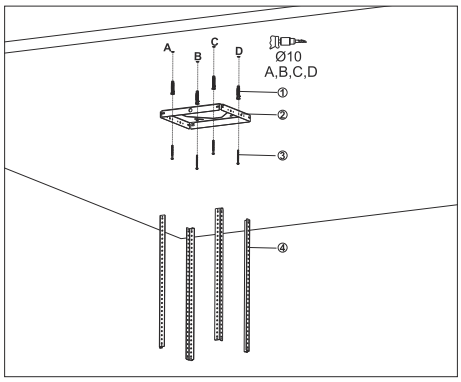

Fig. 10
1. Markera A, B, C och D i taket där takplattan ska monteras och borra Ø10mm hål (Fig. 10).
2. Tryck i Ø10mm pluggar i A, B, C och D (Fig. 10).
3. Montera takplattan i taket genom att skruva fast den med 4 st 5,5x60 skruvar på A, B, C och D (Fig. 10).